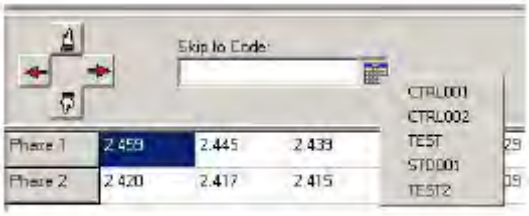

Figure 3-16
3.8.1 Modifica a seleção (Fig. 3-16),